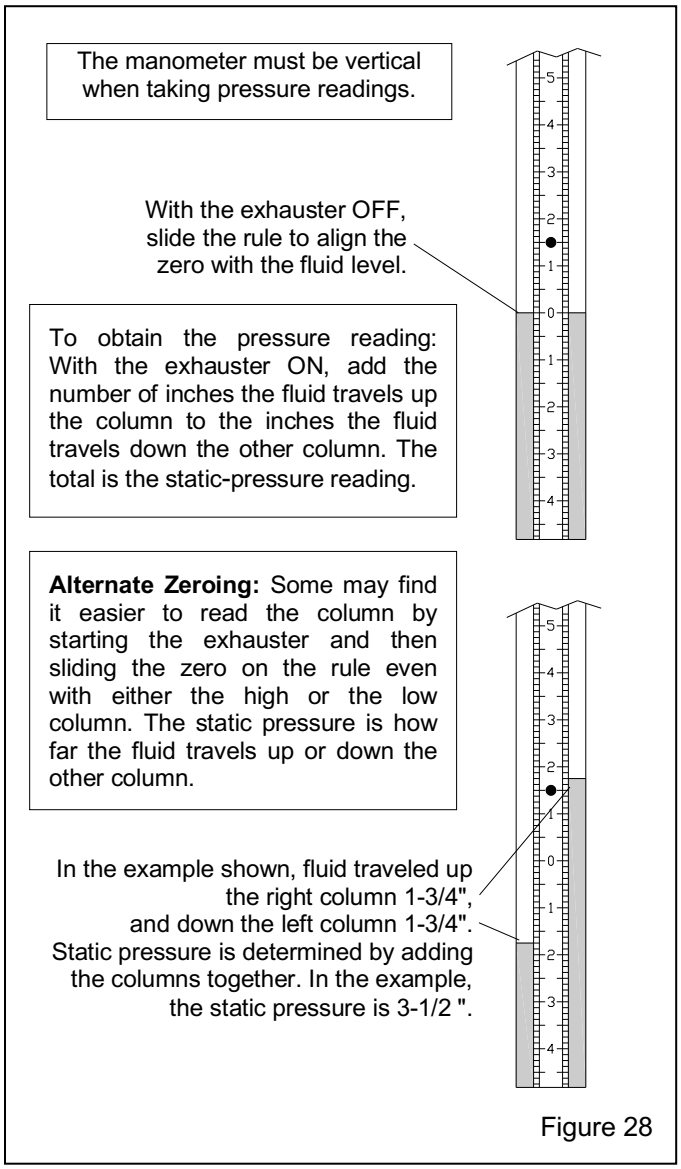

Figure 28
**5.11.5** Adjust the slide rule to align the zero with the fluid level. Refer to Figure 28.
**5.11.7.1** Remove the pipe plug from the 1/4" NPT coupling located on the side of the reclaimer. Apply thread sealant to the male threads of the 1/4" NPT barb fitting provided with the manometer, and install the fitting into the coupling, as shown in Figure 28.
**5.11.8.2** To find the static pressure, add the number of inches the fluid travels up one column to the inches the fluid travels down the other column. Refer to the example in Figure 28.